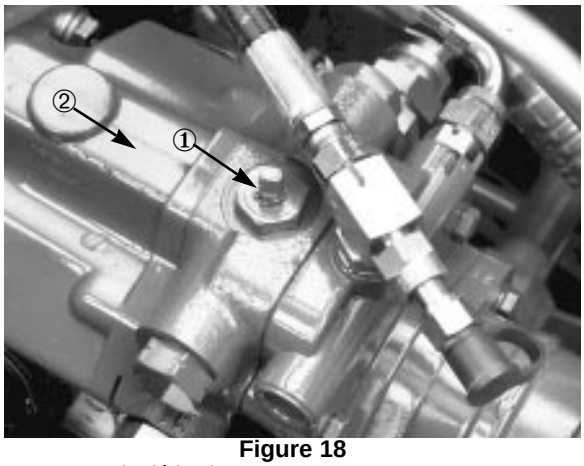

Figure 18
4. Tourner la vanne de dérivation de 90 degrés (Fig. 18). Cela a pour effet d'ouvrir un passage interne dans la pompe de déplacement et de dériver l'huile hydraulique. Il est alors possible de déplacer l'unité de déplacement sans endommager le circuit hydraulique.